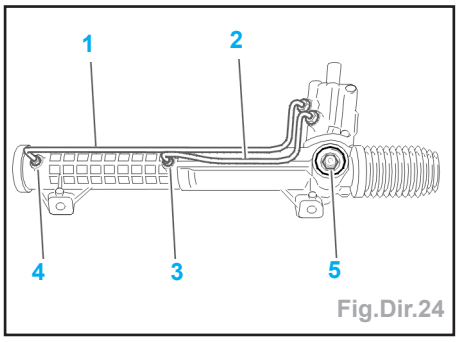

Fig.Dir.24
- Déposer les tuyaux d'alimentation (1), (2) (Fig.Dir.24).